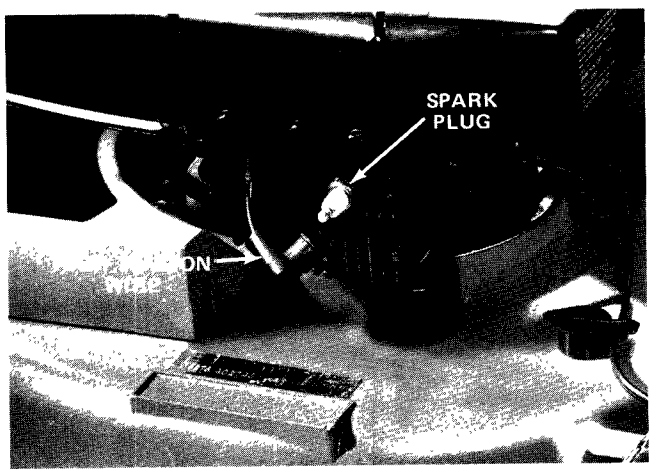

Figure 30
2. Pull high tension wire off spark plug (Fig. 30) and clean area around the plug so foreign matter cannot fall into cylinder when plug is removed. Next, remove plug from cylinder head and pour two tablespoons of 10W-40 oil into spark plug hole. Pull recoil starter handle slowly to distribute oil on inside of cylinder. Then reinstall spark plug and tighten it to 15 ft-lb. If torque wrench is not used, tighten plug firmly. DO NOT INSTALL HIGH TENSION WIRE ON SPARK PLUG.